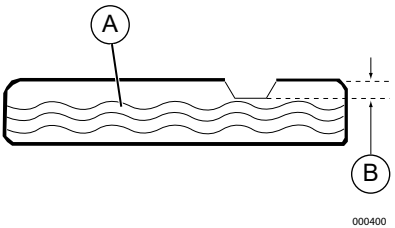

Figura 2-10. Añadir combustible recomendado
4. Añada lentamente el combustible recomendado (A). No llene el depósito en exceso (B). Consulte la ***Figura 2-10***.